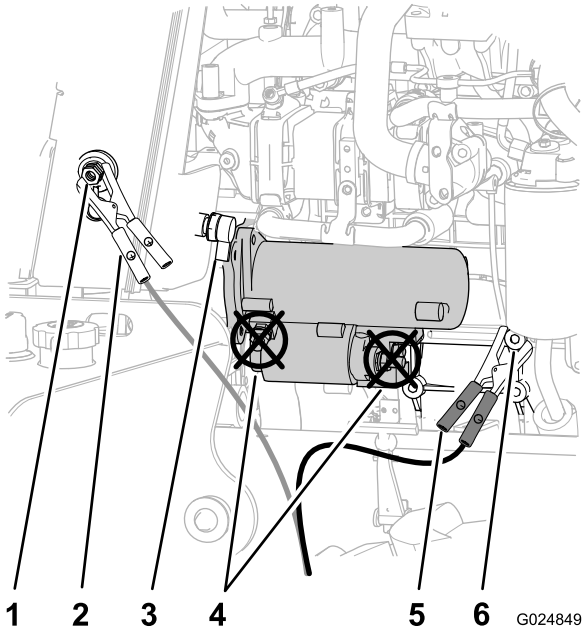

Figure 77
4. Retirez le capuchon de la borne de la batterie déchargée (Figure 77).
5. Branchez le câble de démarrage positif (+) à la borne de démarrage de secours (Figure 77).
6. Branchez le câble de démarrage négatif (-) à un point de masse, tel l'écrou au point de pivotement de l'alternateur (Figure 77).